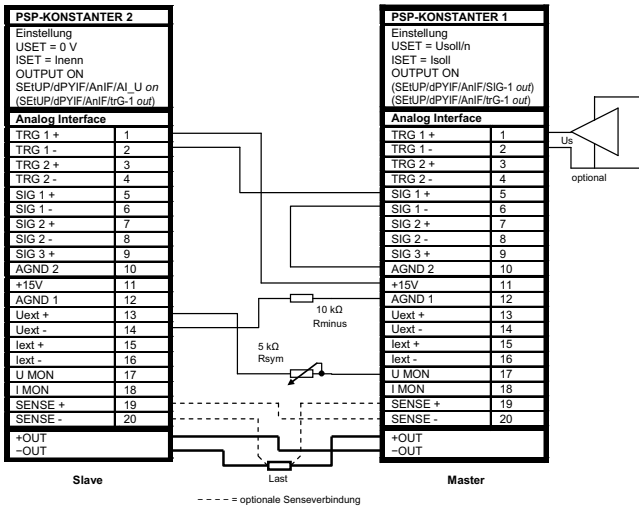

Figure 7.10.2 Wiring for Master-Slave Series Connection
- Connect master and slave devices as shown in figure 7.10.2.
- In order to assure that the slaves' OUTPUT ON status is activated along with the master's OUTPUT ON status via the signal output and trigger input circuit as shown in figure 7.10.2, "SEtUP/dPYIF/AnIF/SiG-(x1) out" must be selected at the master and "SEtUP/dPYIF/AnIF/trG-(x2) out" must be selected at the slaves, (x1) and (x2) in example 1.